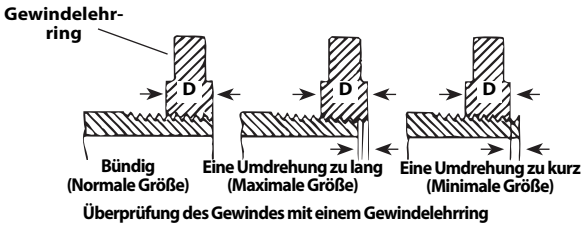

Abbildung 16 - Überprüfung der Gewindegröße
3. Überprüfen Sie die Größe des Gewindes. Das bevorzugte Verfahren zur Überprüfung der Gewindegröße ist die Messung mit einem Gewindelehrring. Es gibt verschiedene Arten von Gewindelehrringen, und ihr Einsatz kann von dem dargestellten abweichen. *Abbildung 16*.